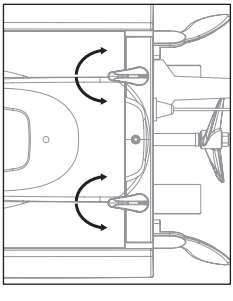
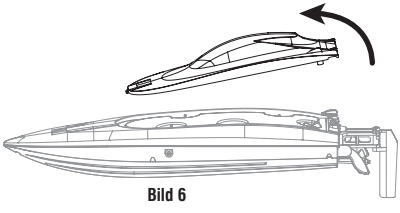

Bild 5
Bild 6
1. Öffnen Sie die Verschlüsse der Abdeckung nach rechts oder links (Bild 5), und heben das Deck nach oben ab (Bild 6).